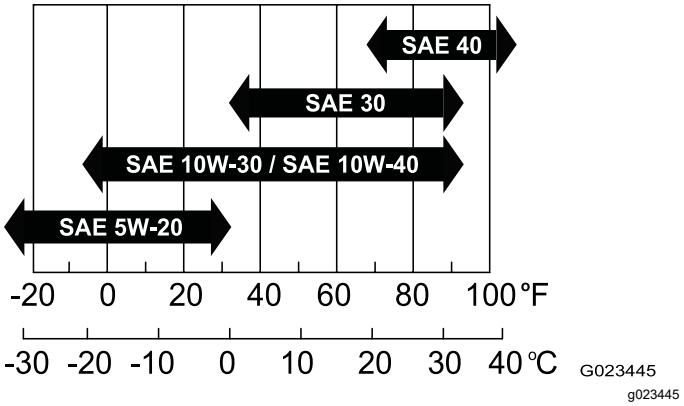

Figuur 32
- **Viscositeit:** SAE 30; raadpleeg de volgende tabel voor andere viscositeitsgraden (Figuur 32):